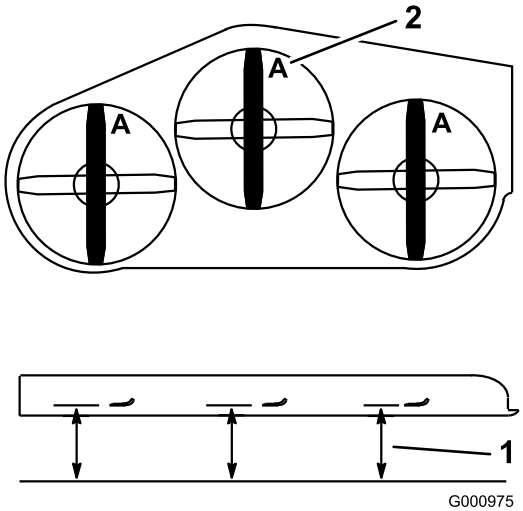

Figur 78
3. Rotera knivarna tills ändarna vetter framåt och bakåt (Figur 78). Mät från ett jämnt underlag till knivens egg vid punkt **A** på knivarna (Figur 78). Anteckna detta mått.